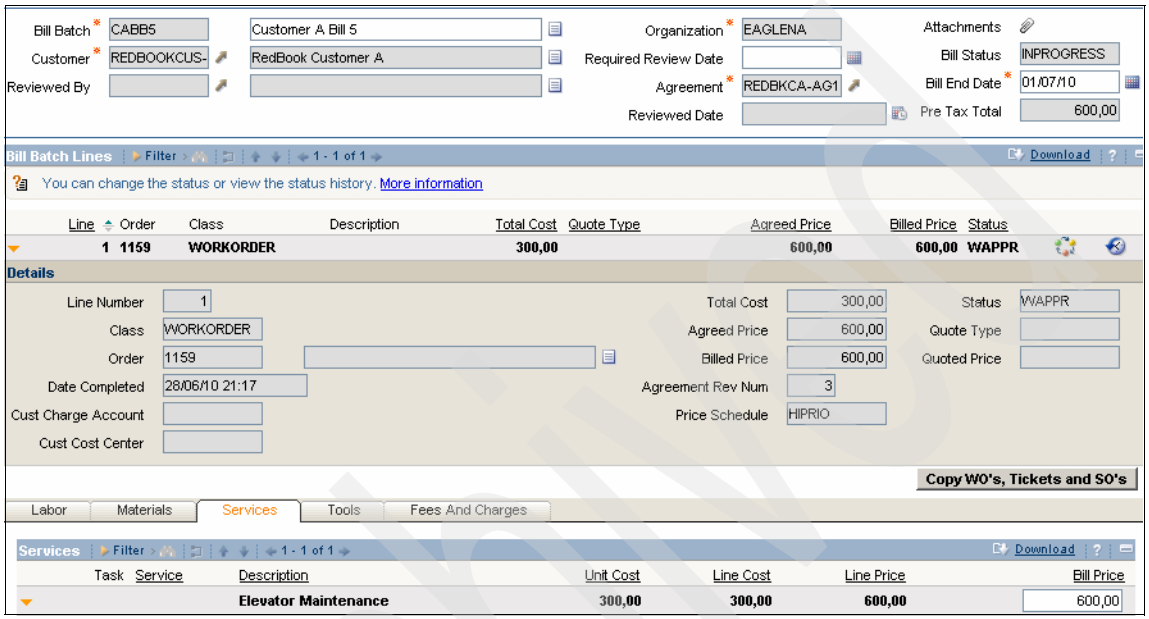

Figure 6-12 Customer Billing details
Lines, and their details are on the sub tabs of this section. At the **Pre Tax Total** field, there is the total value of each line in this customer billing. The customer billing details are shown in Figure 6-12. The Bill Price is editable for any necessary adjustments. After reviewing this billing, you change its status to PREBILL so this billing is shown in the Bill Review (SP) application.